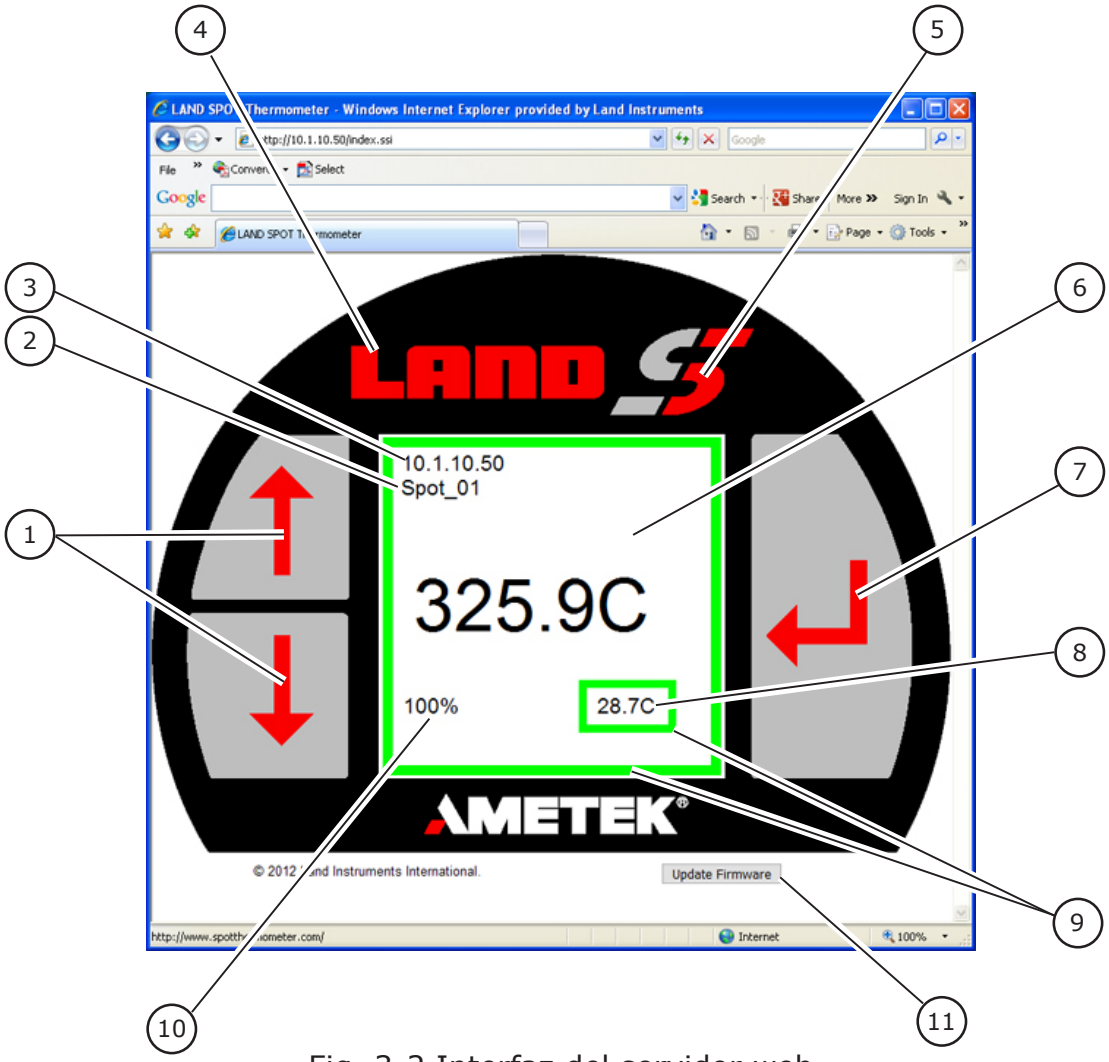

Fig. 3-2 Interfaz del servidor web
Se abrirá la interfaz del servidor web (Fig. 3-2). La interfaz imita el panel trasero del termómetro mostrado en la Fig. 3-1.
3) Consulte la Fig. 3-2, Ítem 11. Haga clic en el botón Actualizar Firmware.